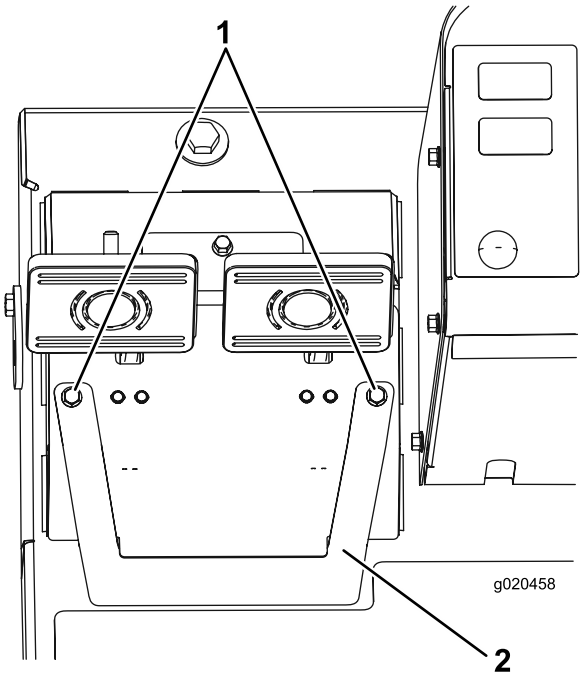

Рисунок 66
A. Ослабьте 2 крепежных винта и снимите крышку регулировки тормоза (Рисунок 66).